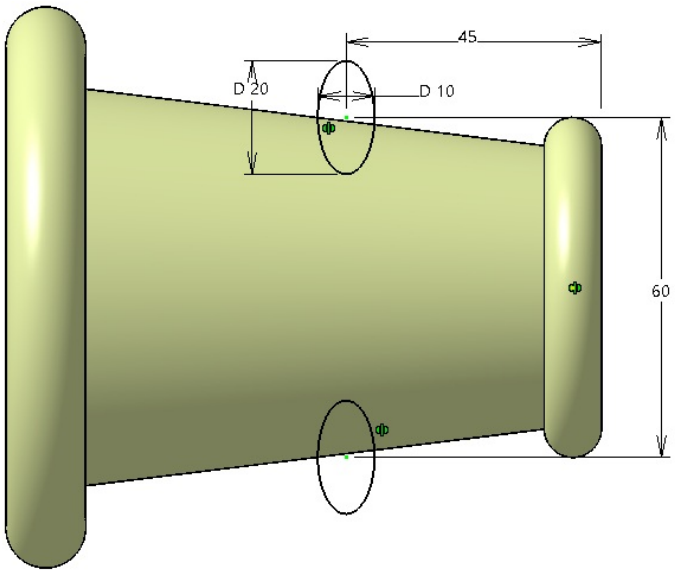

Figure 18-87 *Sketch of the second surface feature*
2. Create the sketch of the second surface feature, as shown in Figure 18-87.